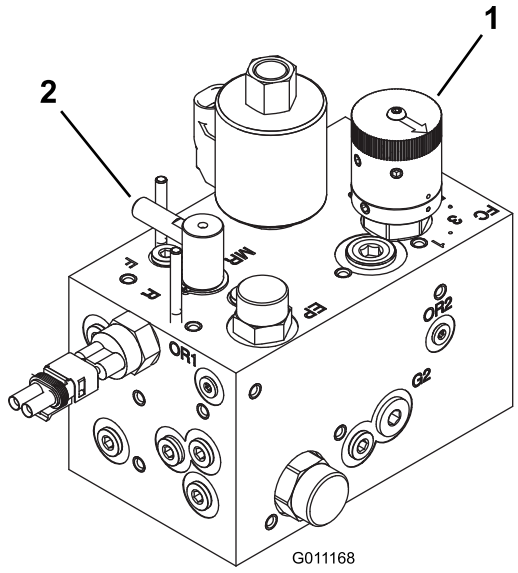

Figur 78
3. Vrid slipningsreglaget till slipläget (R). Vrid cylinderhastighetsreglaget till läge 1 (Figur 78).